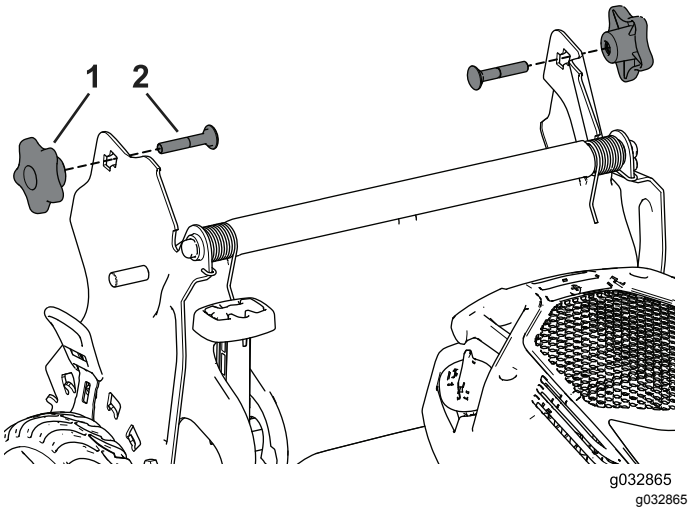

Rysunek 24
4. Włóż śrubę podsadzaną (z łbem śruby skierowanym do środka) przez wspornik uchwytu i przez górny otwór w końcówce uchwytu. Upewnij się, że kwadratowe krawędzie każdej ze śrub podsadzanych są dobrze dopasowane do górnego lub dolnego kwadratowego otworu w odpowiednim wsporniku uchwytu (Rysunek 24).